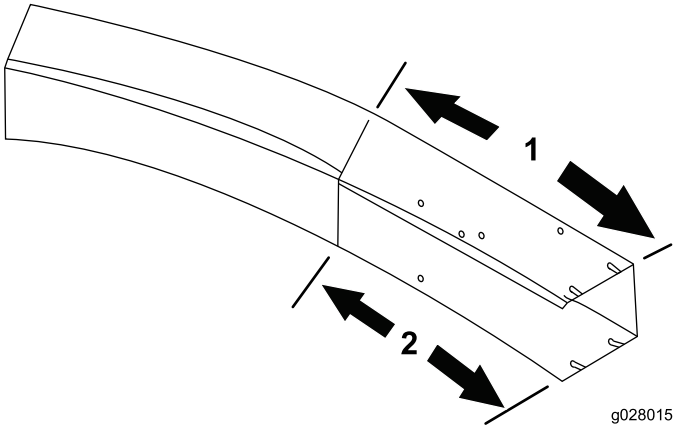

Figura 18
1. Usando as dimensões mostradas na Figura 18, use uma fita métrica e marque a calha.